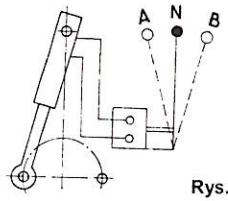

Rys.7
- dźwignię sterowania ustaw w pozycji **B(Rys.7)** - rama pługa obraca się o 180°,
- po wykonanym obrocie dźwignię sterowania ustaw w położenie **N(Rys.7)**. Pług jest teraz zblokowany w nowym położeniu.